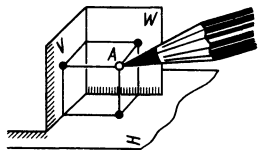

Рис. 193
77. Возьмите модель трехгранного угла, и пусть в нем кончик карандаша играет роль точки A (рис. 193).